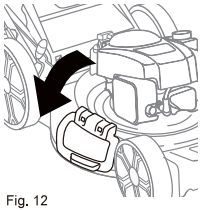

Fig. 12
2. Close the mulch door. The mower is now ready for mulching. (Fig.12)